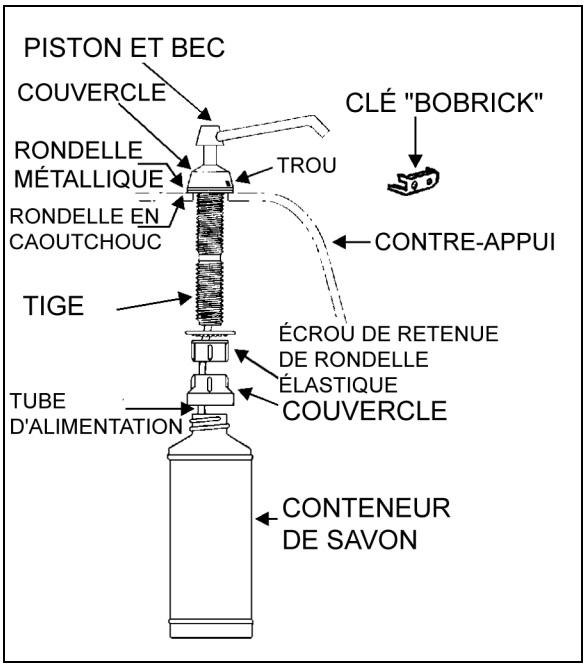

FIGURE 26: DISTRIBUTEUR DE SAVON LIQUIDE
2. Insérer la clé BOBRICK dans le trou rectangulaire du capuchon (Figure 26) et pousser directement. En tenant la clé BOBRICK enfoncée, faire pivoter le capuchon d'environ 1/8 de tour dans le sens antihoraire.